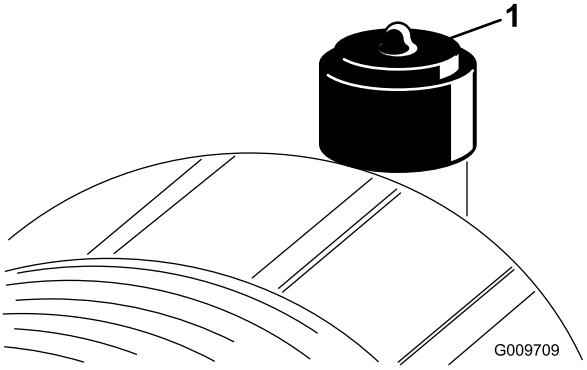

Figur 47
- Bytt ut luftrenserelementet når luftrenserindikatoren (Figur 47) lyser rødt. Ikke rengjør luftfilterelementet for mye.
3. Tilbakestill luftrenserindikatoren hvis den lyser rødt. Se Figur 47 i Kontrollere luftrenserindikatoren (side 40).